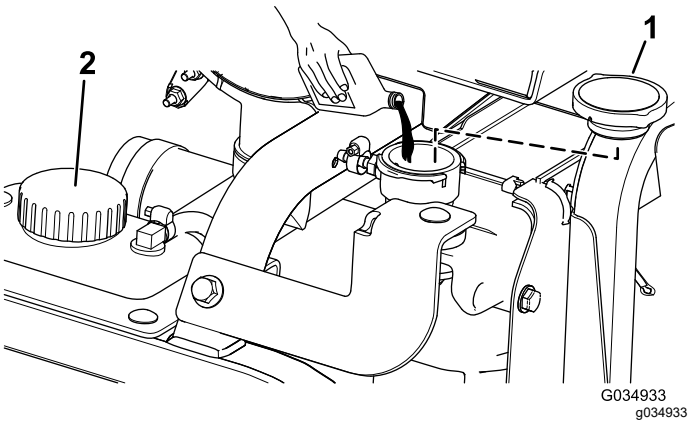

Figura 124
5. Llene el radiador de refrigerante hasta que el nivel de refrigerante llegue al borde del orificio de llenado (Figura 124).